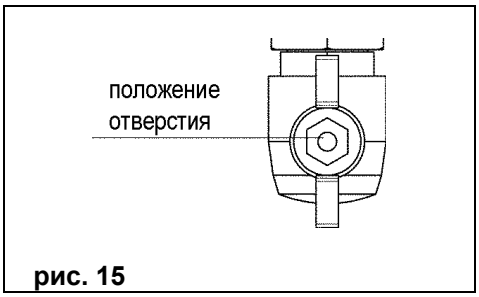

рис. 15
- откройте газовый кран, чтобы подать топливо (рис. 15), повернув его против часовой стрелки